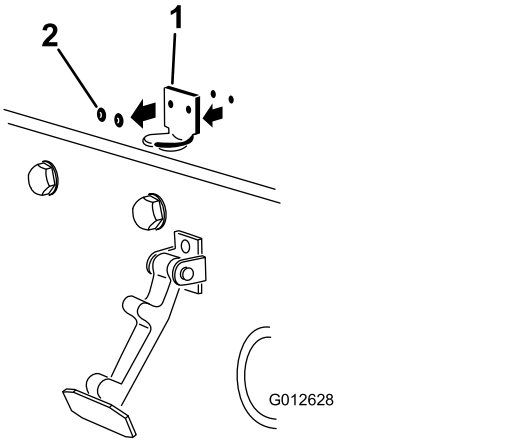

Figuur 5
2. Verwijder de 2 popnagels waarmee de motorkapvergrendeling aan de motorkap is bevestigd (Figuur 5).
Opmerking: De beugel van de vergrendeling moet zich tegen de motorkap aan bevinden (Figuur 5).